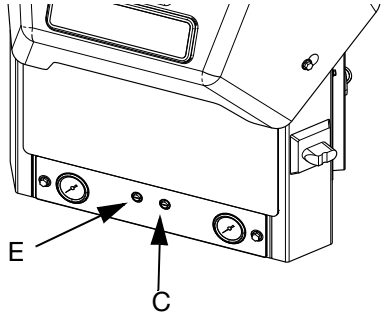

**FIG. 18**
6. Use vacuum transfer air pressure regulator (E) to adjust vacuum transfer air pressure setting to 40-100 psi (280-690 kPa, 2.8-6.9 bar). Recommended setting is 60 psi (414 kPa, 4.1 bar). See FIG. 18.